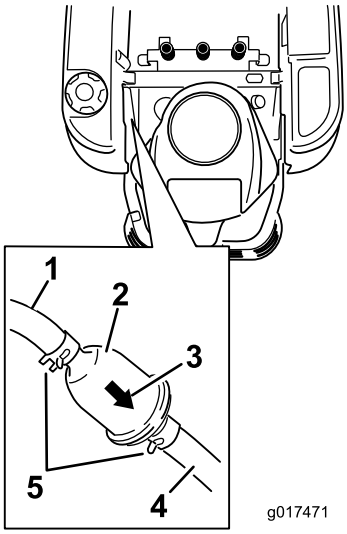

Figur 45
3. Lokalisera bränslefiltret på sidan om motorn enligt Figur 45.
4. Kläm ihop ändarna på slangklämmorna och skjut bort dem från filtret (Figur 45).
6. Montera ett nytt filter med flödesriktningspilen riktad från bensintanken och pekandes mot motorn. Flytta slangklämmorna nära filtret (Figur 45) för att fästa det på plats.